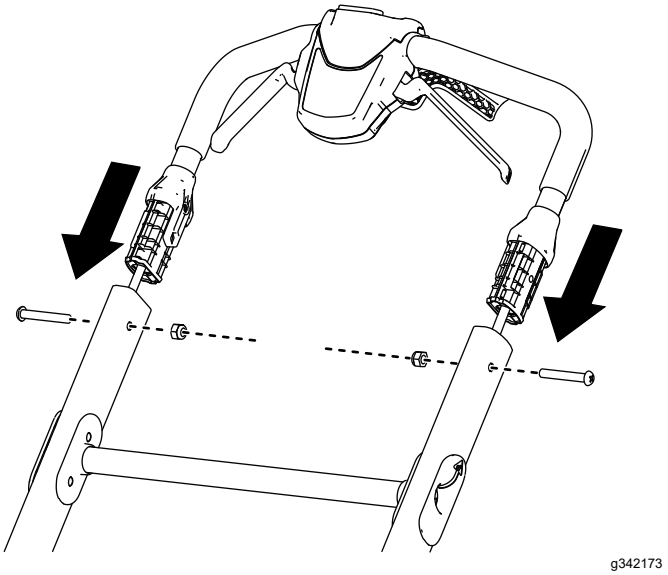

Figur 4
1. Monter den øvre håndtaksenheten på det nedre håndtaket, og fest den med to bolter og to låsemuttere som vist i Figur 4.